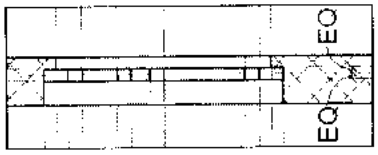

Рис. 18.12. *Добавление опорной плоскости для оси остекления*
4. На ленте **Detail** в разделе **Dimension** выбрать инструмент **Aligned** и создать зависимость эквивалентности между опорной плоскостью *Толщина четверти*, опорной плоскостью *Ось остекления* и опорной плоскостью, задающей толщину переплета/рамы (рис. 18.12).